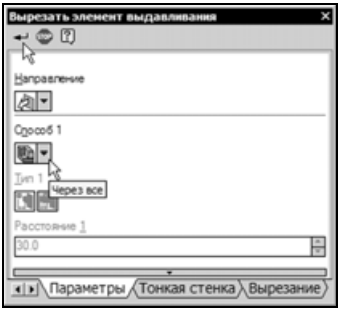

Рис. 5.55
- Выполните над эскизом операцию **Вырезать выдавливанием** в прямом направлении, типом **Через все** (рис. 5.55).